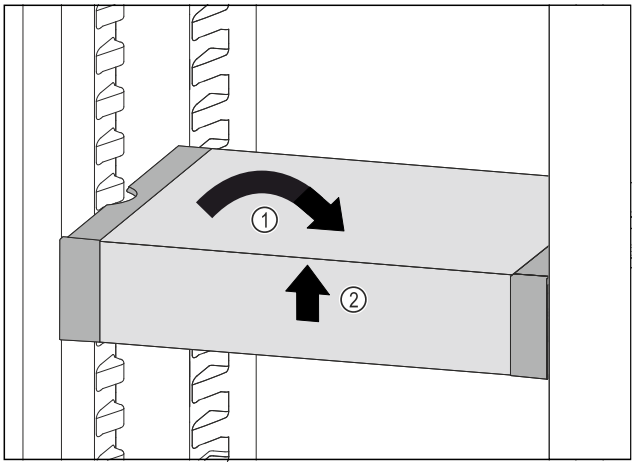

Fig. 166
▶ Poziționați drept VarioSafe. *Fig. 166 (1)*
▶ Ridicați în față VarioSafe. *Fig. 166 (2)*